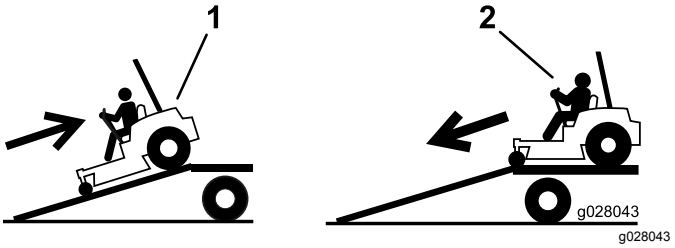

Figur 45
4. Bak maskinen op ad rampen (Figur 45).
2. Kør maskinen fremad ned ad rampen (Figur 45).